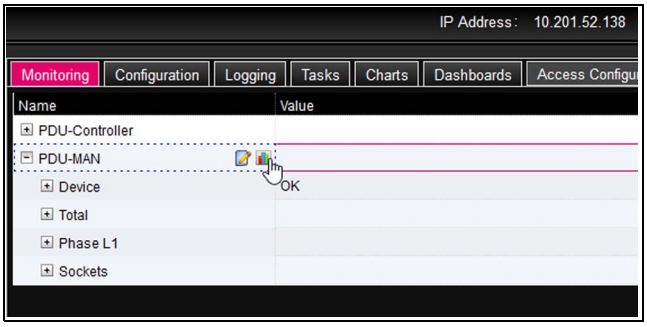

Abb. 59: „Grafik“-Symbol
- Klicken Sie auf das farbige „Grafik“-Symbol hinter dem Eintrag „PDU-MAN“ in Form eines stilisierten Diagramms (Abb. 59). Die Anzeige wechselt in die grafische Darstellung